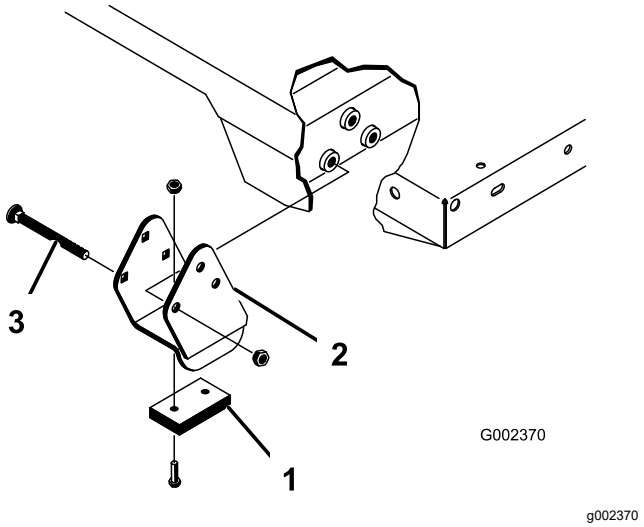

Figuur 25
Zorg ervoor dat de afstandsbeugels en de stootblokken (Figuur 25) zijn gemonteerd met de koppen van de slotbouten aan de binnenzijde van de machine.
2. Plaats de laadbak voorzichtig op het frame van de machine en lijn daarbij de openingen van de achterste draaiplaat van de laadbak uit met de openingen in de achterste framebalk en monteer de 2 gaffelpennen en lynchpennen (Figuur 25).
4. Monteer de gaffelpen vanaf de buitenkant van de laadbak met de lynchpen naar buiten gericht (Figuur 25).